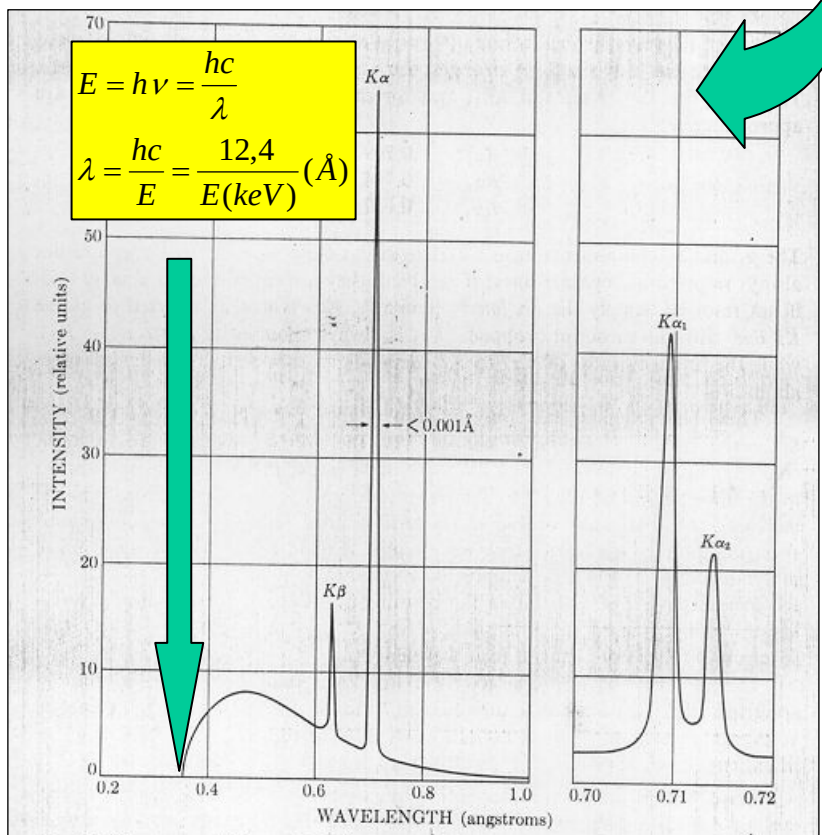

**Fig. 1–5** Spectrum of Mo at 35 kV (schematic). Line widths not to scale. Resolved *Kα* doublet is shown on an expanded wavelength scale at right.
**Fig. 1–11** Atomic energy levels (schematic). Excitation and emission processes indicated by arrows. The insert at top right shows the fine structure of the *L* state. After Barrett [1.7].